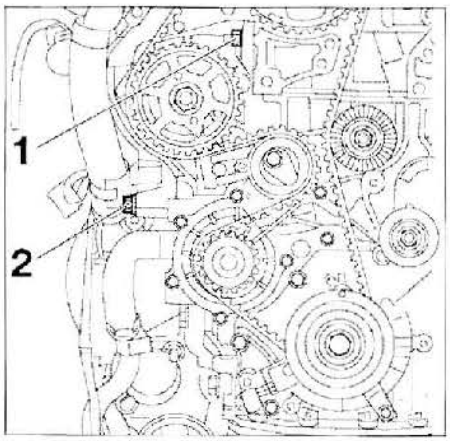

FIG. 45
- los tornillos (1) y (2) **(fig. 45).**